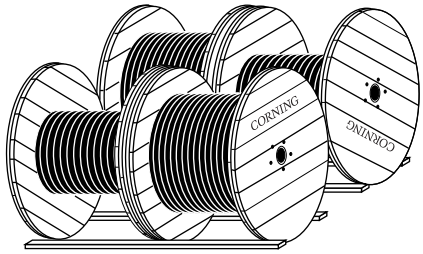

Figure 19 - Reel storage
c) Reels should be stored on edge and end-to-end in rows. Make sure that reels rest edge-to-edge with reels in adjacent rows to prevent damage to cables (Figure 19).